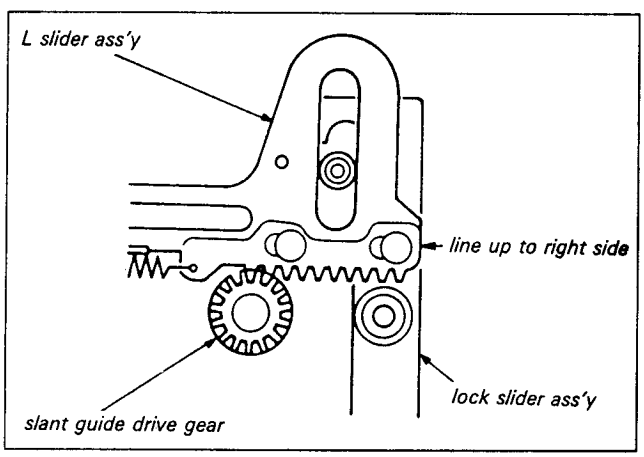

*Fig. 7-27.*
1) Operate the mode selector, and line up the right edge of the L slider assembly and the right edge of the lock slider assembly. (See Fig. 7-27.)